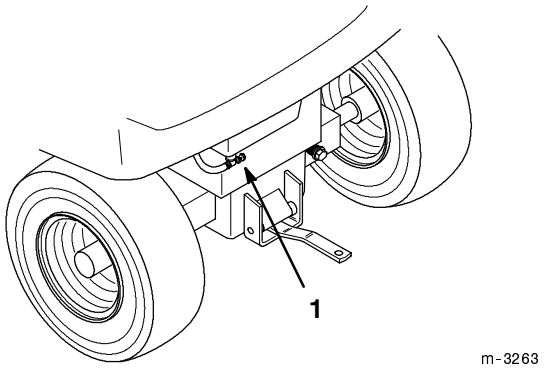

Figure 37
2. Close the fuel shut-off valve at the fuel tank (Fig. 37 & 38).
7. Open the fuel shut-off valve at the fuel tank (Fig. 37 & 38).